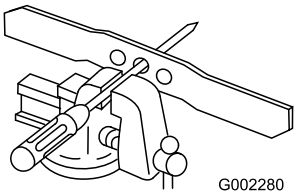

Figur 23
1. Kontrollera knivens balans genom att lägga den med det mittersta hålet över en spik eller en skruvmejsel som fästs horisontellt i ett skruvstäd (Figur 23).